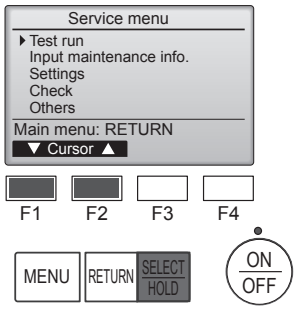

Fig. 7-1
① Seleccione “Test run” (Modo prueba) desde el Menú principal, y pulse el botón [SELECT/HOLD]. (Fig. 7-1)